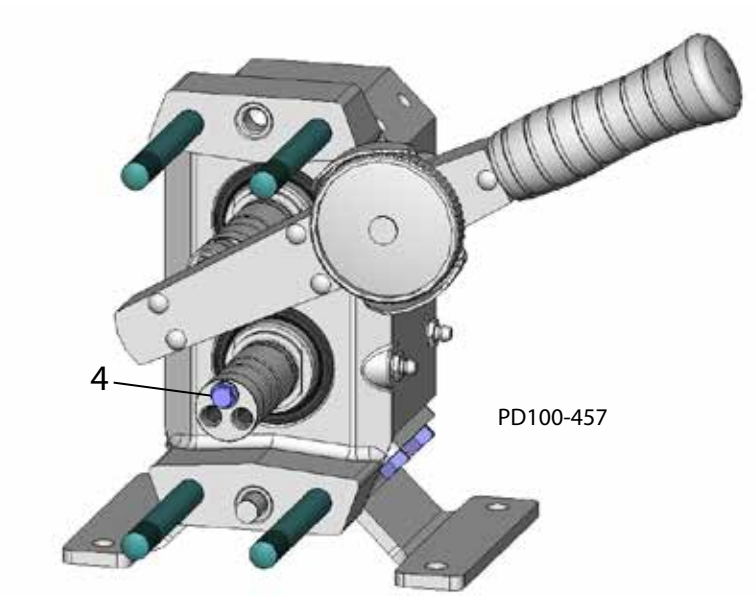

Figura 50 - Verifica della coppia di rotolamento
3. Installare una vite senza testa (Figura 50, articolo 4) in uno dei fori filettati in ciascuno degli alberi e controllare la coppia di rotolamento di ciascun gruppo albero con una chiave dinamometrica.